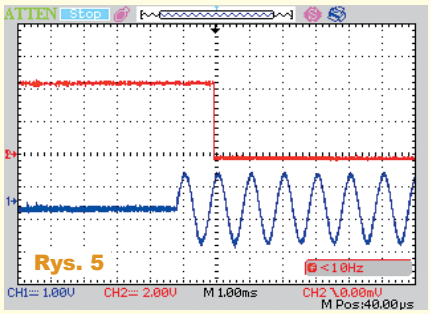

Rys. 5
*Rysunek osc2.png [dostępny w Elportalu] pokazuje wyjście smartfona (sygnał dolny) i wyjście komparatora (sygnał górny), oczywiście na czas testu masy smartfona i układu zostały połączone. osc3.png i osc4.png [w Elportalu] pokazują, z jakim opóźnieniem po zaniku sygnału wyjście powraca do stanu wysokiego – należałoby trochę zmniejszyć wartość kondensatora C2. Podobnie [**rysunek 5**] (osc5.png) pokazuje, jak*